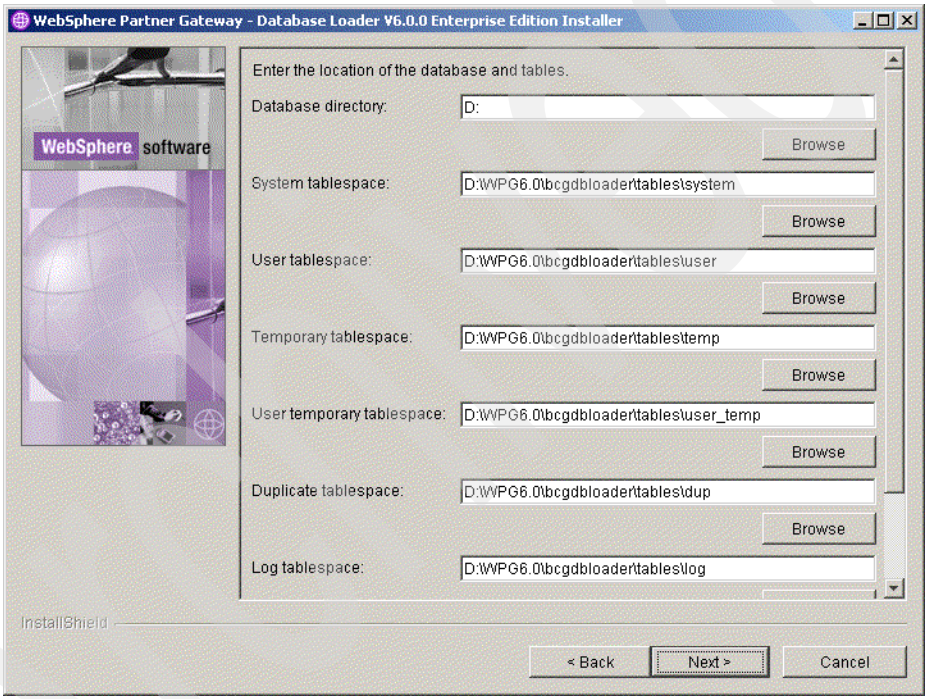

Figure 5-23 Location information for tablespaces
e. Click **Next** to proceed. See Figure 5-23 on page 82.
8. In the next window (Figure 5-23), you provide location information to store the data. As explained before, the WebSphere Partner Gateway tables are grouped into several categories that are mapped to tablespaces. For optimal performance, allocate directories of different disks for the main table spaces. The default values presented are fine for an initial setup of the product.